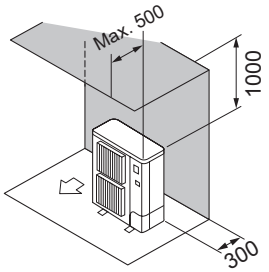

Fig. 2-8
② Hindernisse nur auf der Rück- und Oberseite (Fig. 2-8)